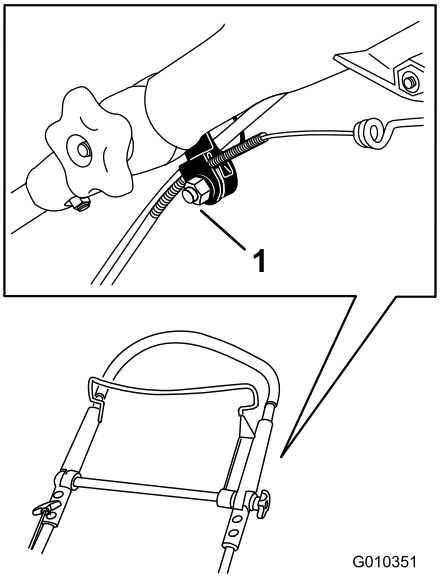

Figur 43
1. Løsne mutteren på kabelfestet (Figur 43).